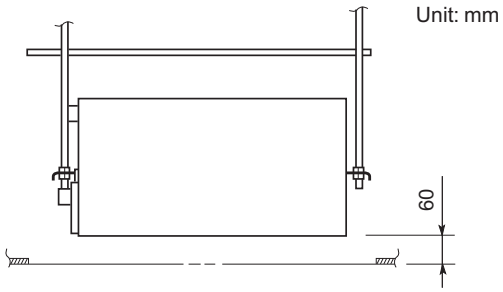

Fig. 2-190
(3) The distance between the unit and the opening in the ceiling and the distance between the bottom surface of the ceiling and the bottom surface of the flange of the unit should follow the dimensions given in Fig. 2-190. Use the supplied installation gauge to check.